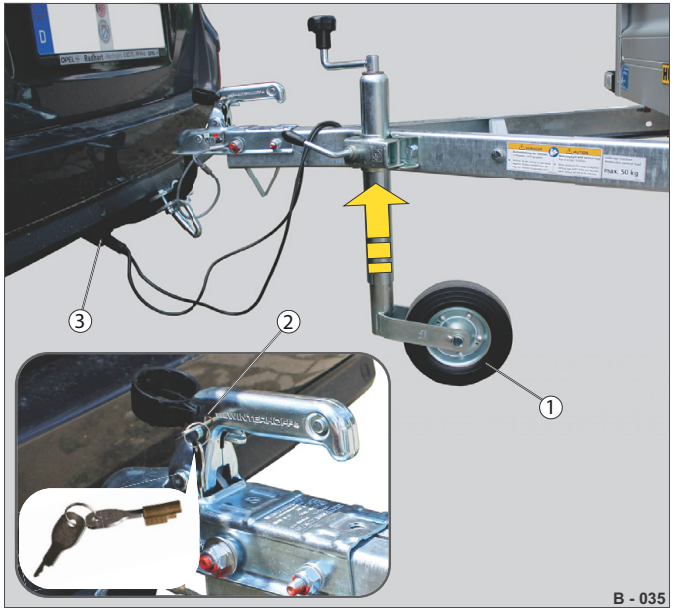

Abb. 11 Příklad: Uzavření rukojeti
- ▶ Zajistěte rukojeť proti neoprávněnému otevření v závěrném zařízení (Abb. 11/2) pomocí zástrčkového zámku (u nebrzděného přívěsu) nebo U-zámku (u brzděného přívěsu).
- ▶ Zasuňte elektrickou zástrčku (Abb. 11/3) do zásuvky na osobním vozidle – viz „Zástrčková spojení” na straně 137.
- ▶ V případě potřeby nastavte podpěrné zařízení / podpěrné kolo (Abb. 11/1) – viz „Podpěrná zařízení” na straně 78.